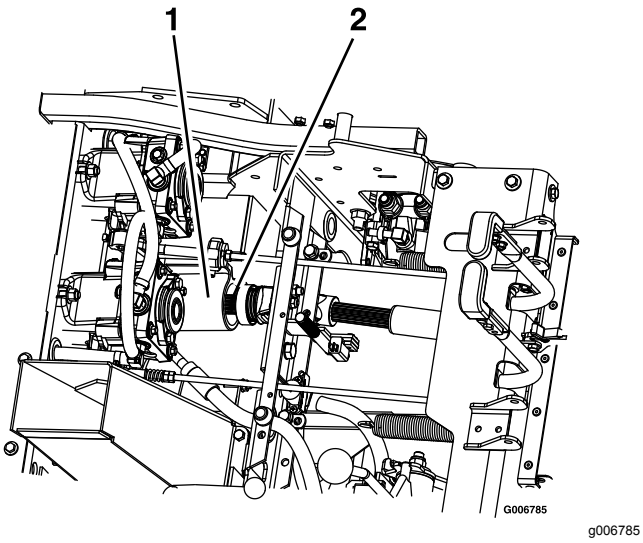

**Figure 72**
9. Soulevez le siège et séparez l'arbre d'entraînement de l'arbre intermédiaire avec l'accouplement rapide (Figure 72).
4. Soulevez le siège et montez l'arbre d'entraînement sur l'arbre intermédiaire (Figure 72)